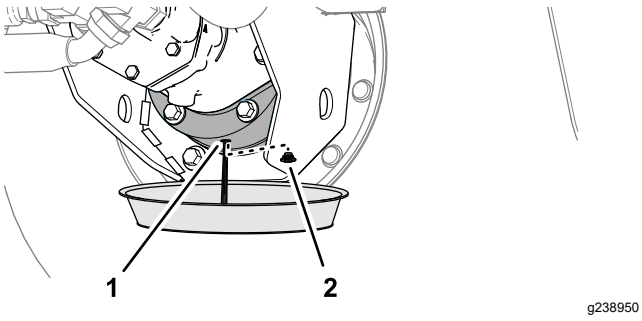

**Figur 100**
6. Placera ett avtappningskärl under bromshuset, ta bort avtappningspluggen och låt allt smörjmedel rinna ned i kärlet (Figur 100).